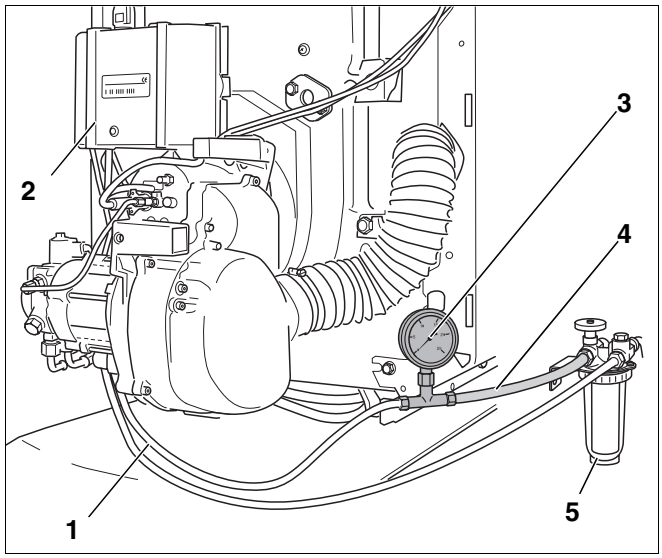

Rys. 14 Filtr oleju, manometr próżniowy i przezroczysty wąż
- Zamontować manometr próżniowy (rys. 14, **poz. 3**) z przezroczystym wężem (rys. 14, **poz. 4**; wyposażenie dodatkowe), tak jak to przedstawiono na rysunku 14, między filtrem oleju (rys. 14, **poz. 5**) a przewodem ssawnym (rys. 14, **poz. 1**).
- Przy pomocy przezroczystego węża (rys. 14, **poz. 4**, strona 17) należy sprawdzić, czy zasysany olej wolny jest od pęcherzyków powietrza.